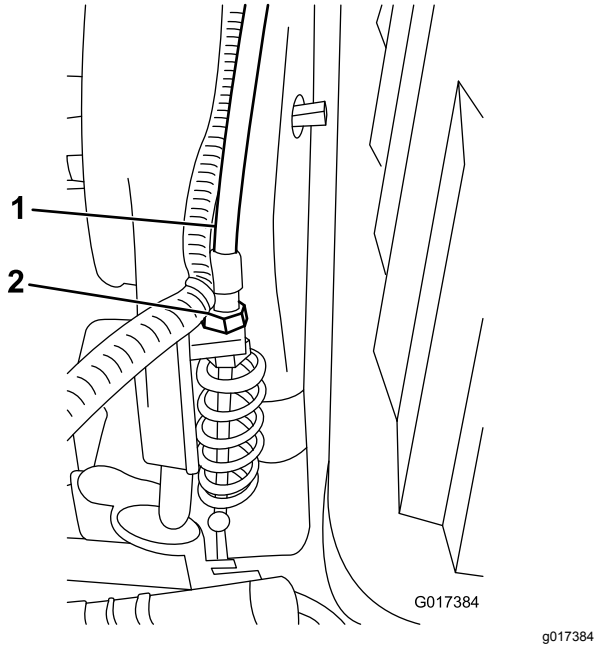

Figur 51
3. Juster kontrolkablet (Figur 51) til knivcylinderen ved transmissionens kantplade for at opnå en fjederlængde på 70,6-72,4 mm.